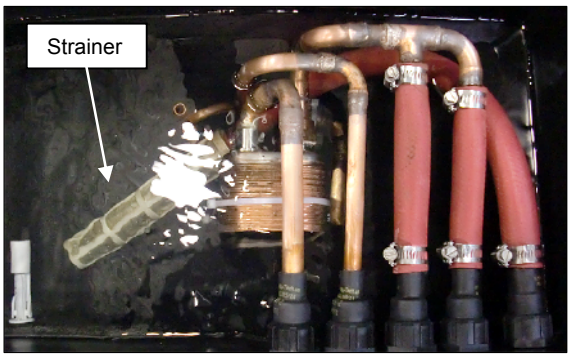

Figure 3-7 Suction Strainer Placement for R175
10) Replace the strainer and hose into the tank (Fig. 3-7). Proceed to step 11 if the strainer is not present.